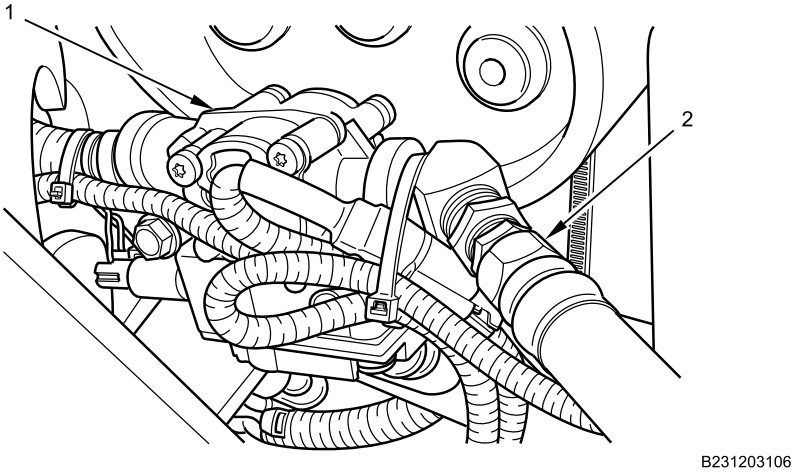

Figure 2. Right Air Line Hose.
2. Remove right air line hose (Figure 2, Item 2) from ABS modulator valve (Figure 2, Item 1).